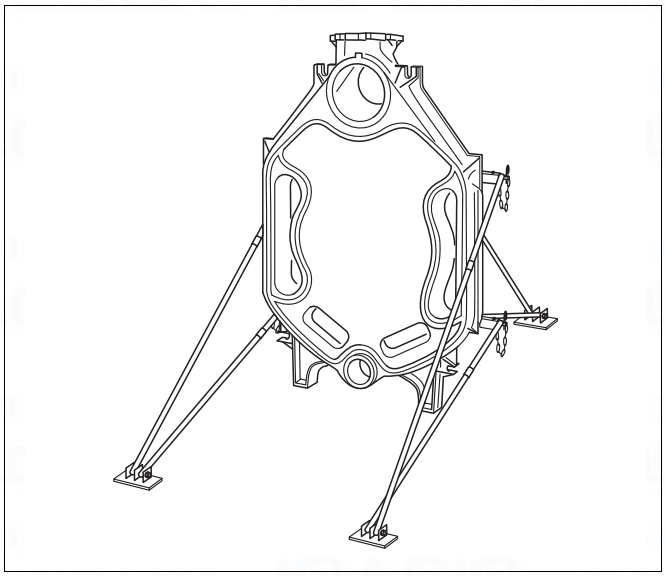
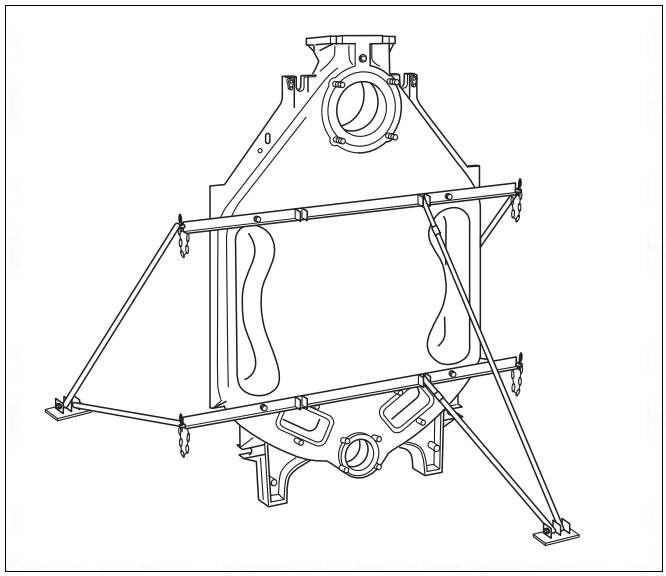

Fig. 9 Rear section with fitted installation aid
Fig. 11 Fasten installation aid
- Prevent the boiler sections from falling over using the installation aid (accessory) First screw the rear section firmly onto the installation aid (Fig. 9, page 18).
- Set up the rear section and secure with the installation aid to prevent it from tipping (→ Fig. 11 and Fig. 9 and separate installation instructions for installation aid).